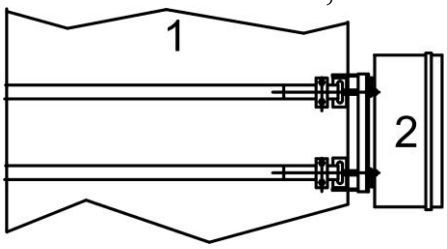

Рис. 10.6
10.1.5 При необходимости крепления БП, БПРД или БПРМ на столбе или трубе (рис.10.6), установку производить в следующей последовательности: